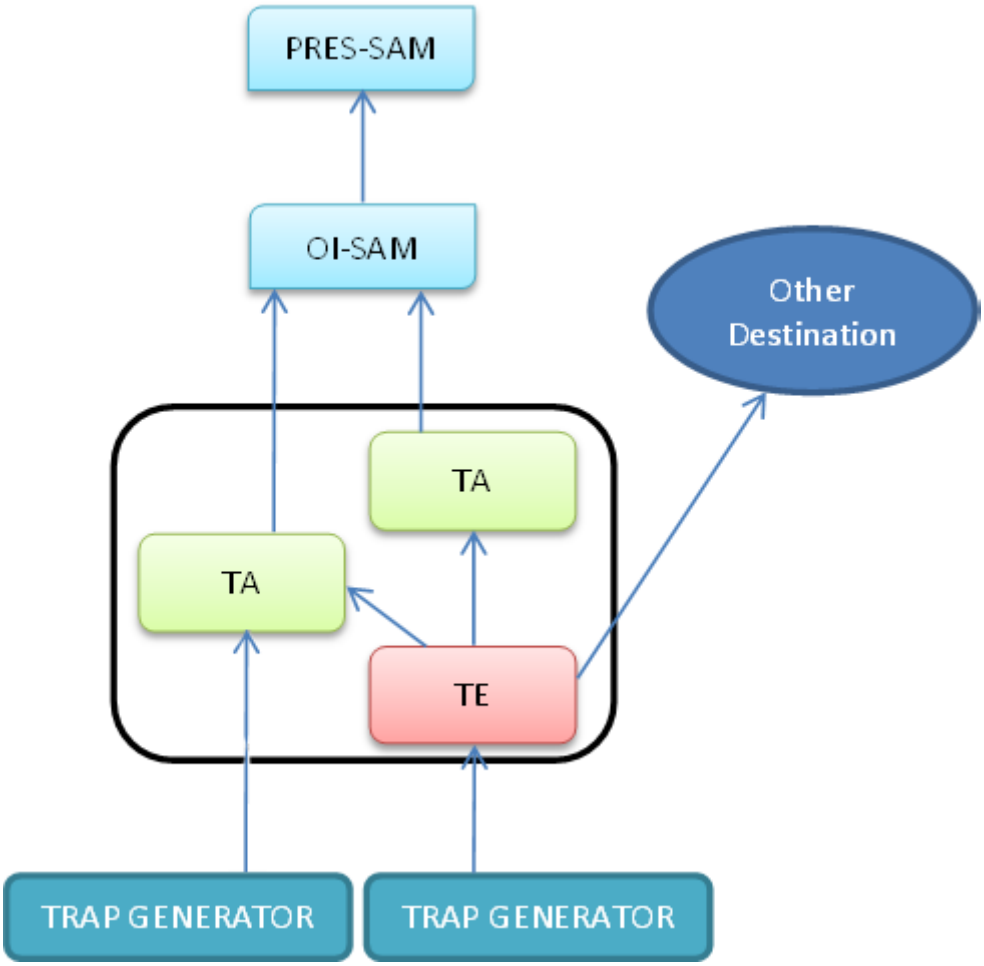

Figure 19 Service Assurance Manager deployment with two trap adapters and one trap exploder
- Figure 19 on page 119shows Service Assurance Manager deployment with two trap adapters and one trap exploder